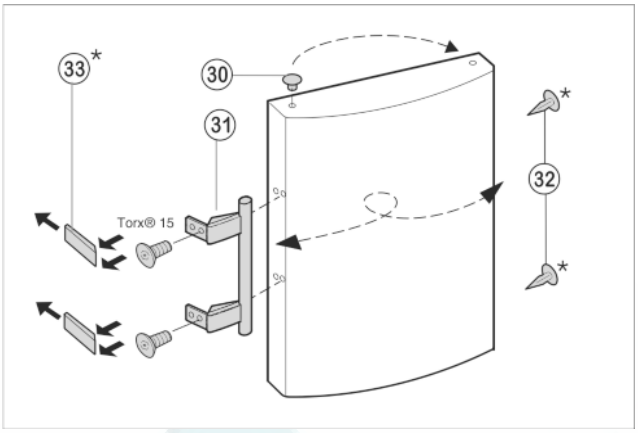

Fig. 7
- ▶ Извлеките пробку *Fig. 7 (30)* из опорной втулки дверцы и переставьте.
- ▶ Снимите и переставьте на противоположную сторону дверную ручку *Fig. 7 (31)*, пробки *Fig. 7 (32)* и прижимные пластины *Fig. 7 (33)*.